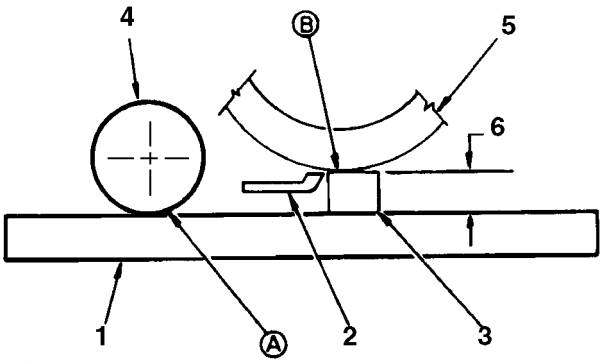

Afbeelding 4
- Steek een lat van 70 cm lang en ongeveer 3 mm dikker dan de gewenste maaihoogte (Afb. 4) onder de messenkooi door en tegen de voorkant van de scherpe kant van de snijplaat (Afb. 4). De messenkooi (niet de snijplaat) moet over de gehele lengte contact maken met de lat.
E. Steek een lat van 70 cm lang (Afb. 4) met een dikte die gelijk is aan de gewenste maaihoogte onder de gehele lengte van de messenkooi naast de snijplaat.